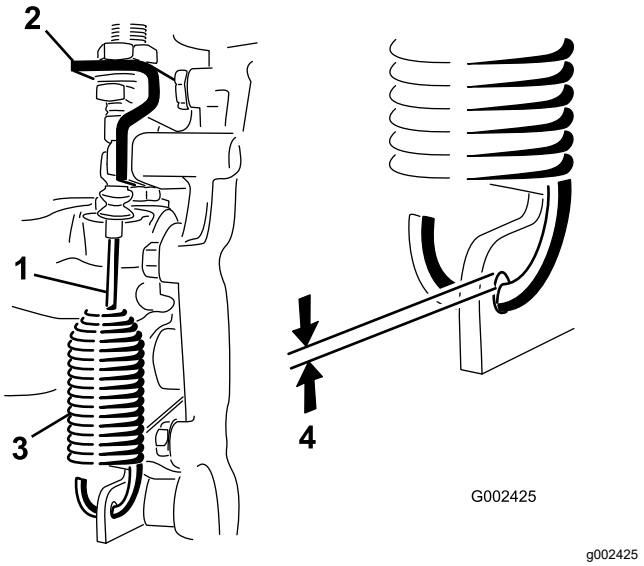

Figuur 46
2. Draai de contramoeren los waarmee de kabel van de differentieelvergrendeling vastzit aan de beugel op de transaxle (Figuur 46).